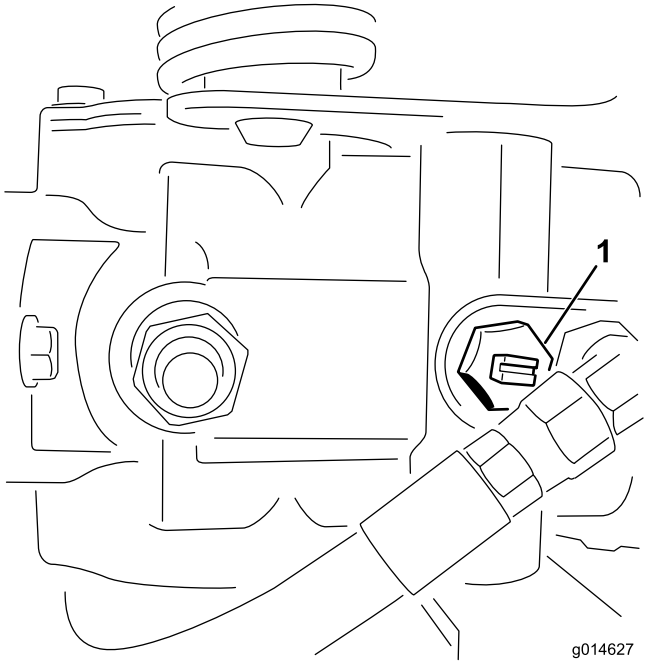

Figur 44
1. Find omløbsventilen på pumpen, og drej den, så rillen er vertikal (Figur 44).
2. Luk omløbsventilen ved at dreje den, så rillen er horisontal (Figur 44), før du starter motoren. Start ikke motoren, mens ventilen er åben.